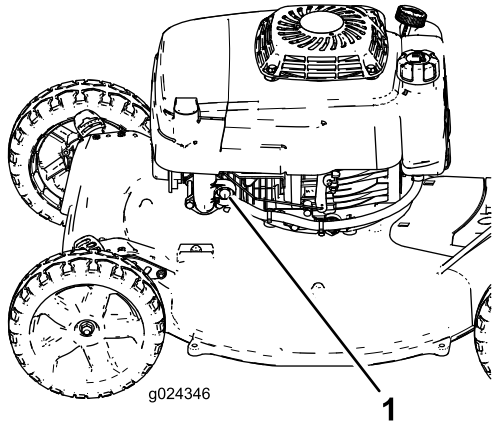

Figur 12
2. Snapsa genom att trycka in knappen ordentligt (Figur 12) och håll in snapspumpskulan i en sekund.